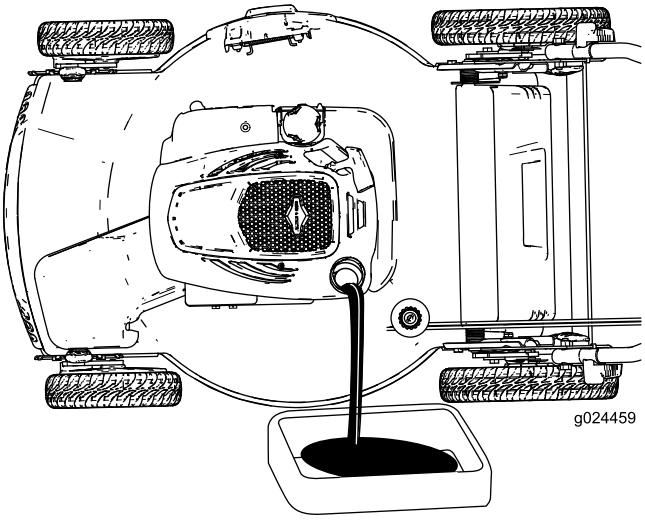
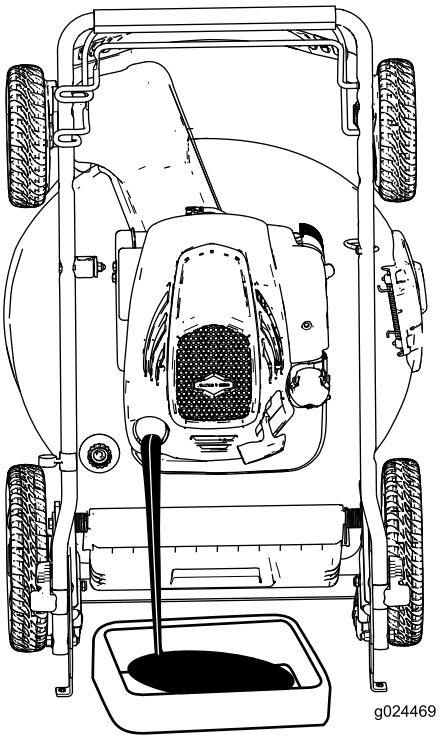

Rysunek 23
Rysunek 24
4. Przechyl maszynę na bok, ze wskaźnikiem poziomu skierowanym w dół (Rysunek 23), lub ustaw maszynę w pozycji pionowej (Rysunek 24, patrz Przechowywanie maszyny w pozycji pionowej (Strona 12)), aby spuścić zużyty olej przez szyjkę wlewu oleju.